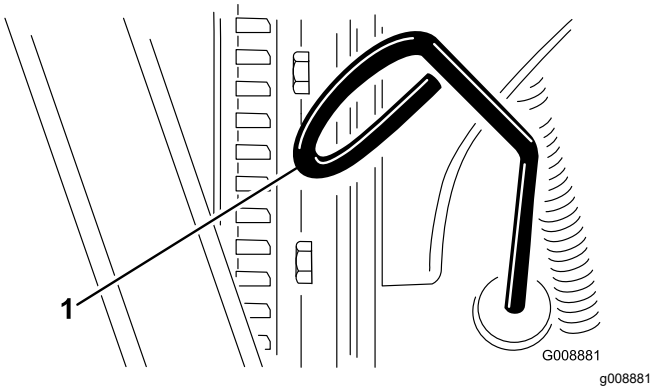

Figur 72
3. Fjern målepinden (Figur 72), og aftør den med en ren klud.